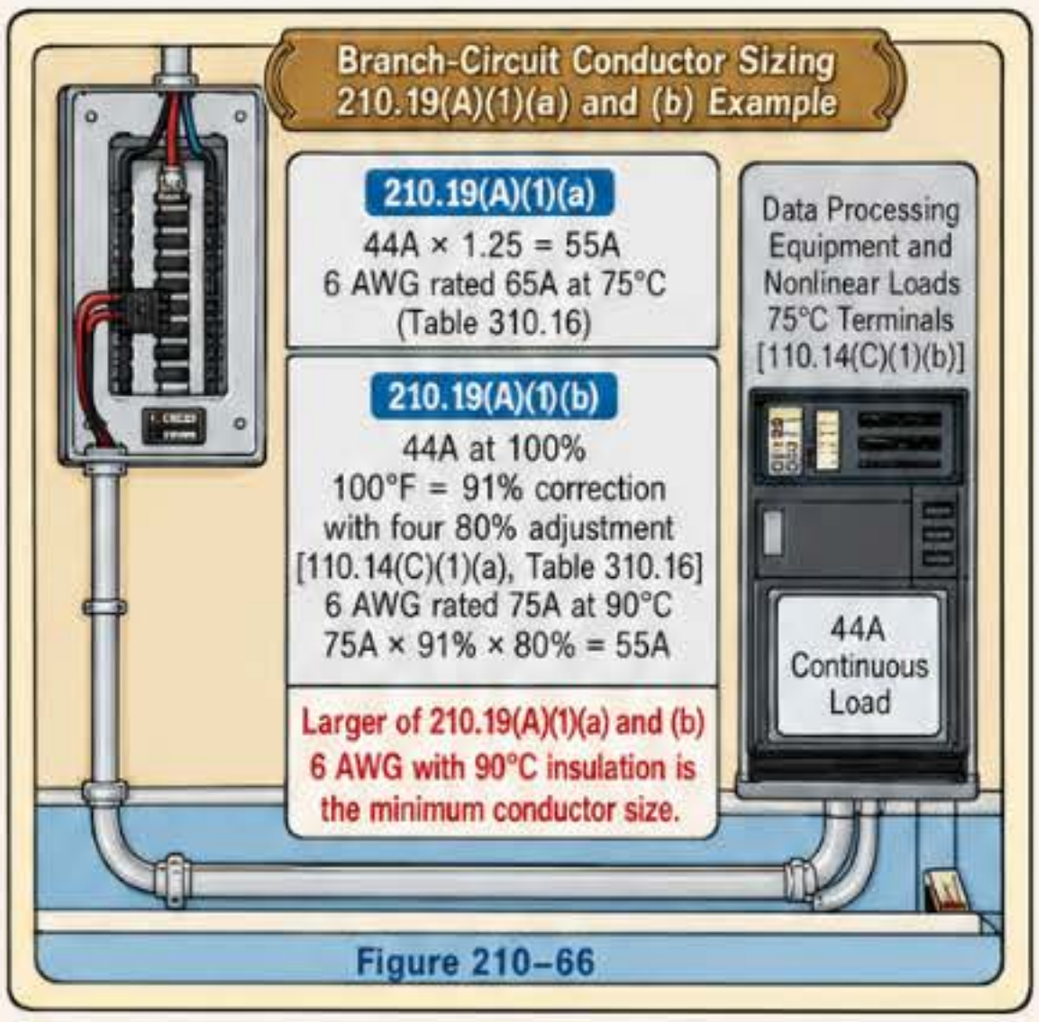

Figure 210–66
According to Table 310.16, 6 AWG is suitable because it is rated 65A at 75°C. ▶ *Figure 210–66*
(A) Continuous and Noncontinuous Loads. Branch-circuit overcurrent devices must have a rating of not less than 125 percent of the continuous loads, plus 100 percent of the noncontinuous loads. ▶ *Figure 210–67*